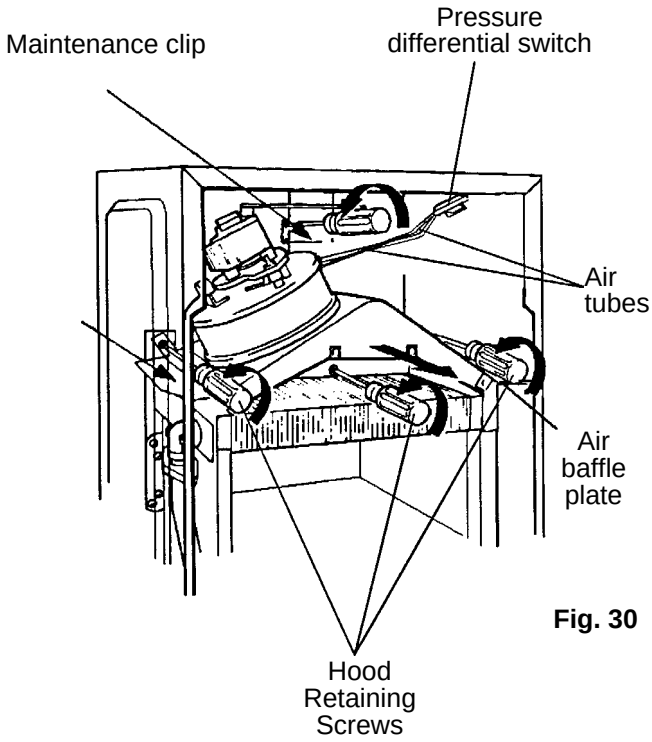

Fig. 30
8.8.4 Remove two air baffle plates, 1 screw securing each (fig. 30).
8.9.2 Loosen maintenance clip securing screws (see fig. 30) and slide upwards to clear joint.
8.9.4 Remove 5 flue hood retaining screws (see fig. 30).
Refer to Fig. 30